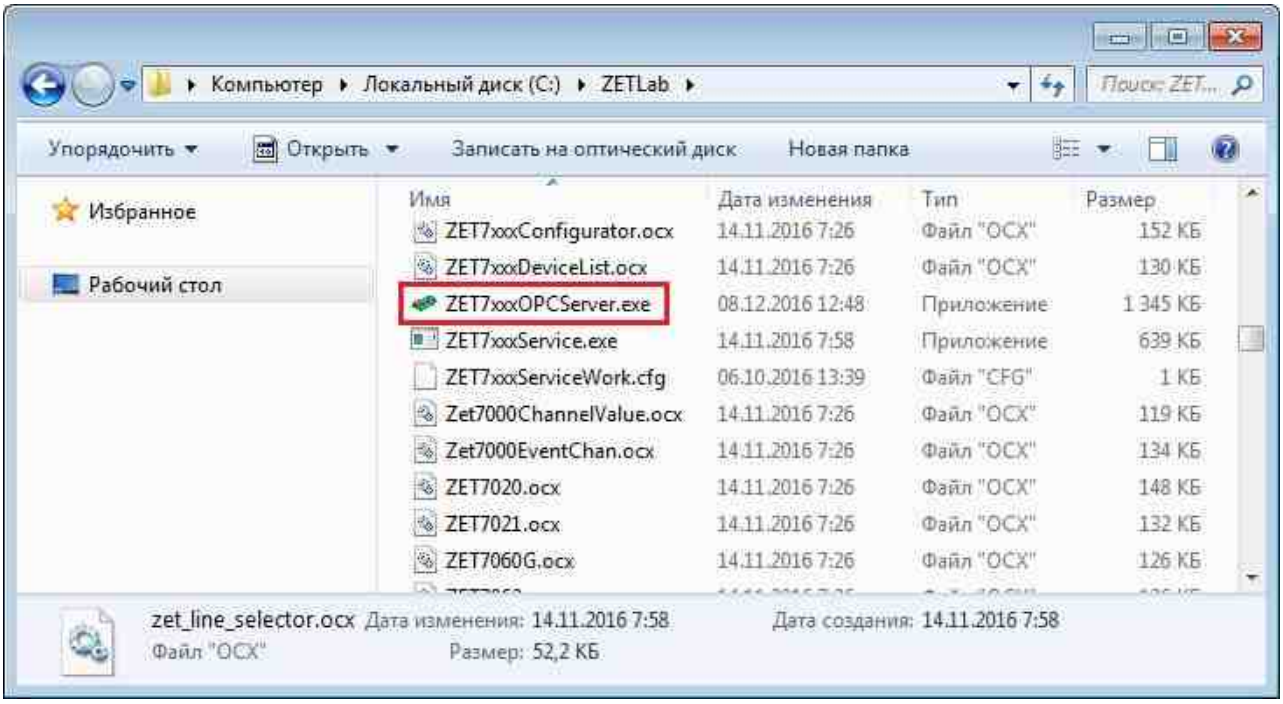

Рис.8.4 Запуск программы «ZET7xxx OPC Server»
5. Запустить программу «ZET7xxx OPC Server», активировав исполнительный файл «ZET7xxxOPCServer.exe», расположенный по директории: *C:\ZETLab* (*Рис.8.4*).